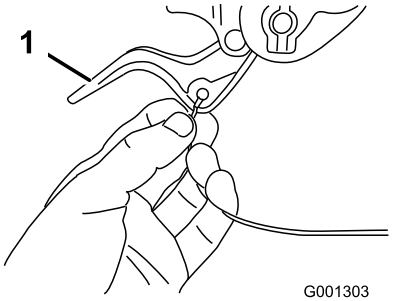

Figur 6
2. Led antingen den vänstra eller högra kabeländen över det undre handtaget och för in kabeländen i hålet i motsvarande hjulkopplingsspak (Figur 6).